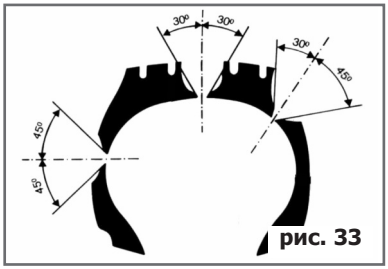

рис. 33
5. Обработайте место повреждения в форме воронки, как показано на рис. 33. На боковине угол обработки 45 градусов, на беговой дорожке и плече 30 градусов. При этом удобно пользоваться специальными шаблонами.